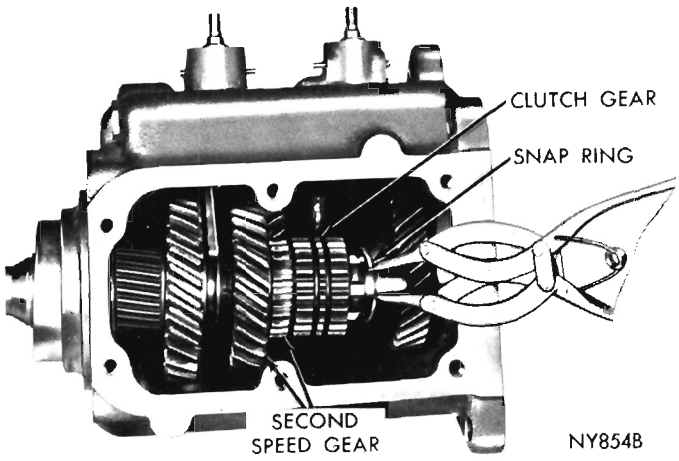

Fig. 25—Removing or Installing Snap Ring
(3) Remove clutch gear retaining snap ring (Fig. 25). Slide clutch gear off end of mainshaft.
(4) Install synchronizer clutch gear on mainshaft. Install synchronizer clutch gear snap ring in mainshaft groove. Make certain ring is bottomed all way around in groove (Fig. 25).